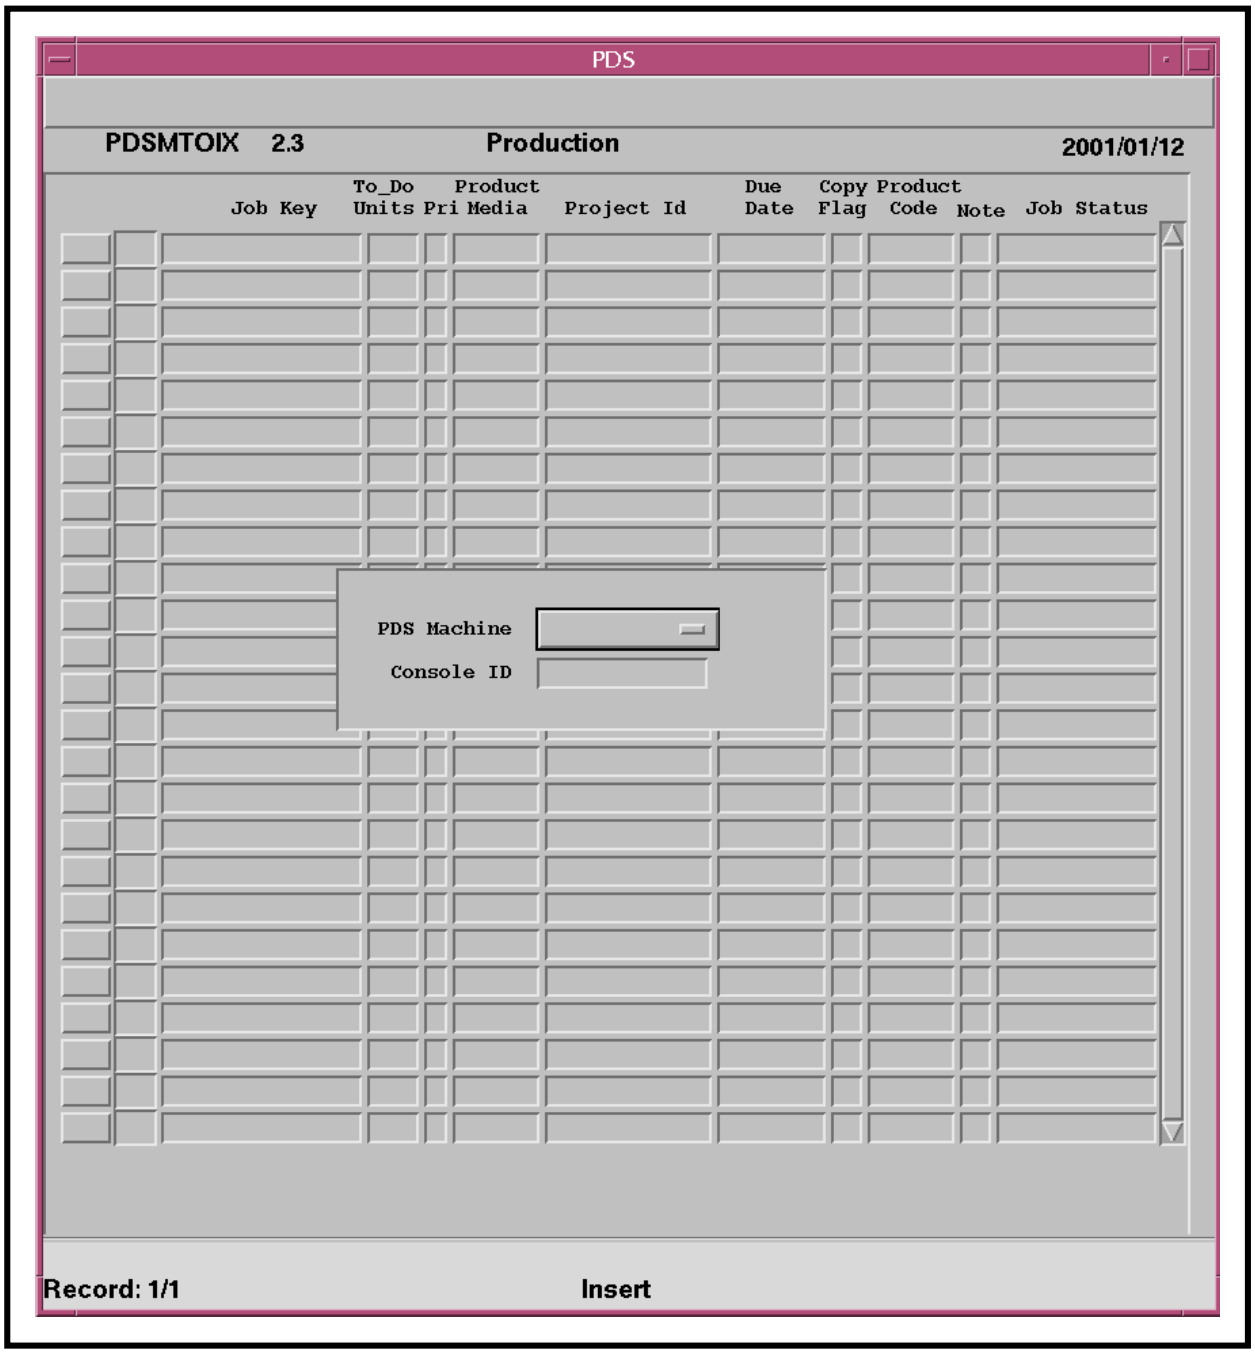

Figure 73. PDSOI Startup Window
- The **PDSOI Startup Window** (Figure 73) is displayed.